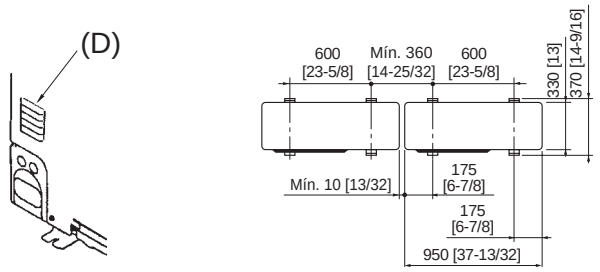

Fig. 3-1
- Instale siempre la unidad en una superficie resistente y nivelada para evitar ruidos durante el funcionamiento. (Fig. 3-1)